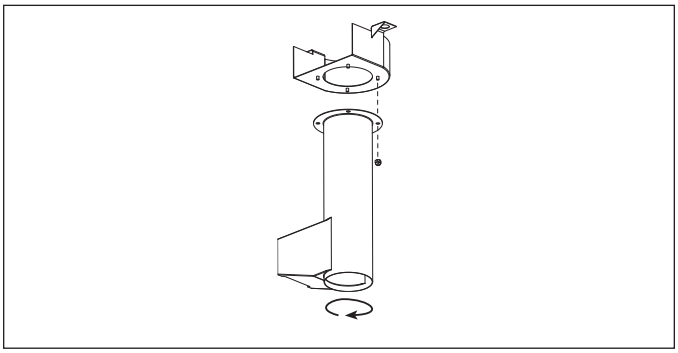

Figure 17.
F. Rotate bottom portion of the auger screen 180° and secure to top portion with four nuts and washers (see Figure 17).